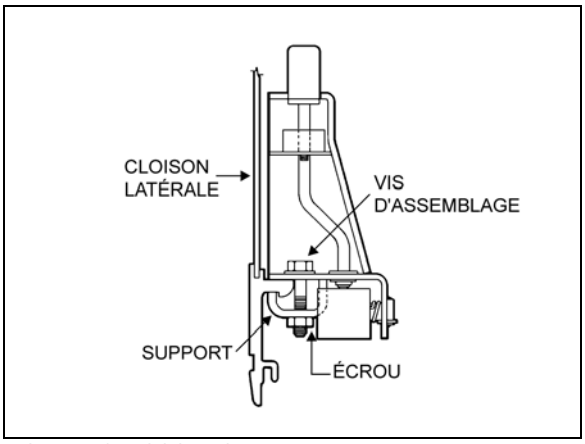

FIGURE 78: ACCOUDOIR
4. Retirer les deux vis d'assemblage, les deux écrous et les deux rondelles qui fixent le châssis de siège au panneau latéral et retenir les deux supports. Voir la Figure 78.